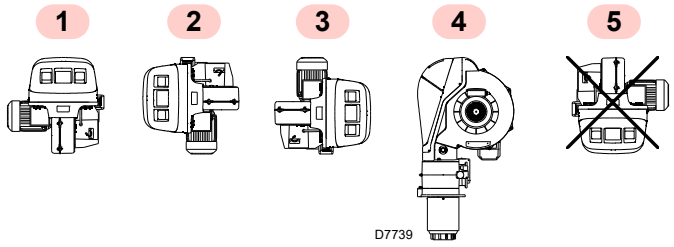

Abb. 9
- ➤ Der Brenner ist ausschließlich für den Betrieb in den Stellungen **1**, **2**, **3** und **4** (Abb. 9) ausgelegt.